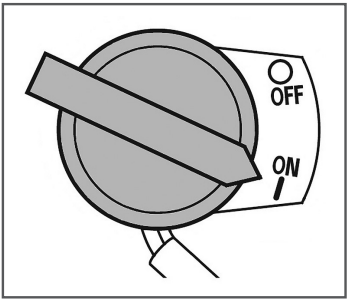

Рис. 15 Выключатель зажигания
5. Выключатель зажигания переведите в положение «ON» (Включено) (Рис. 15).
При возникновении аварийной ситуации, для экстренной остановки двигателя виброплиты переведите выключатель зажигания двигателя в положение «OFF» (ВЫКЛЮЧЕНО) (Рис. 15).
4. Переведите выключатель зажигания в положение «OFF» (ВЫКЛЮЧЕНО) (Рис. 15).